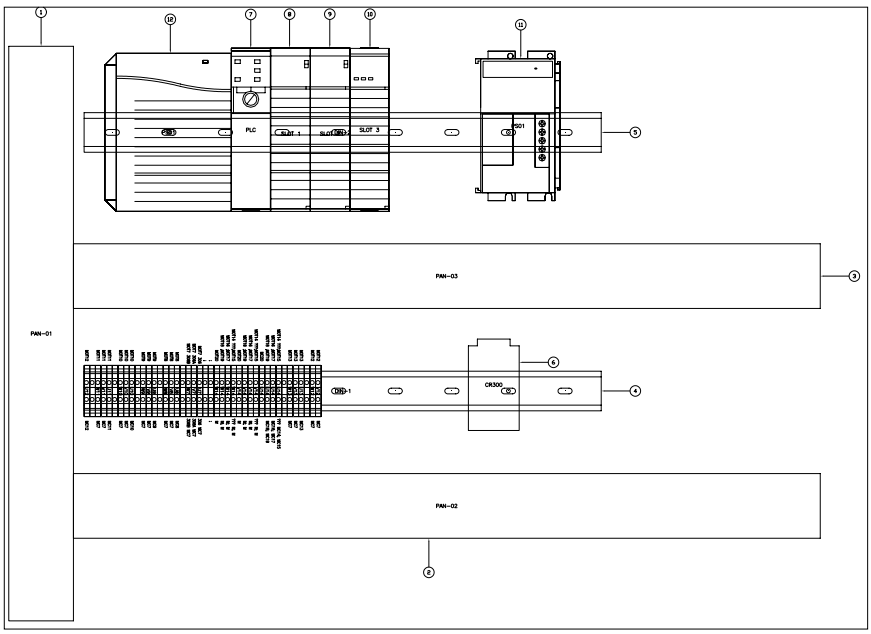

Figure P2-17 *Balloons added to all components*
10. When you complete adding balloons to the components, press ENTER to exit the command. Figure P2-17 shows the balloons inserted in all components.